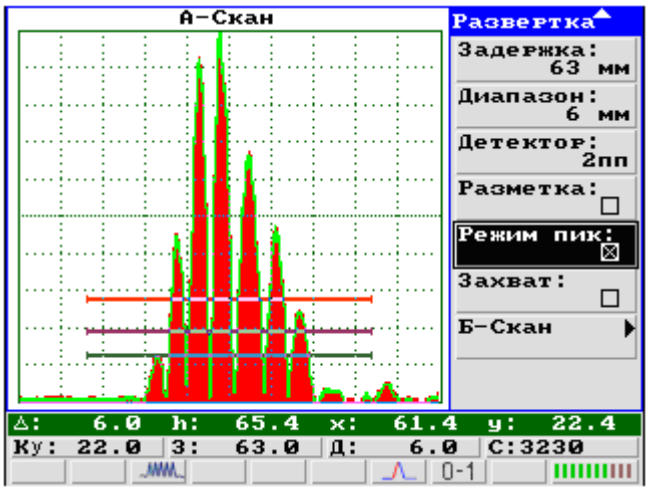

Рисунок 15– Режим «Пик»
6.3.1.3.5 Пункт «**Режим пик**» - включает/выключает режим работы дефектоскопа «Пик». При включенном режиме на экране дефектоскопа индицируется кривая максимальных значений сигнала за весь отрезок времени с момента последнего изменения настроек (см. рисунок 15).